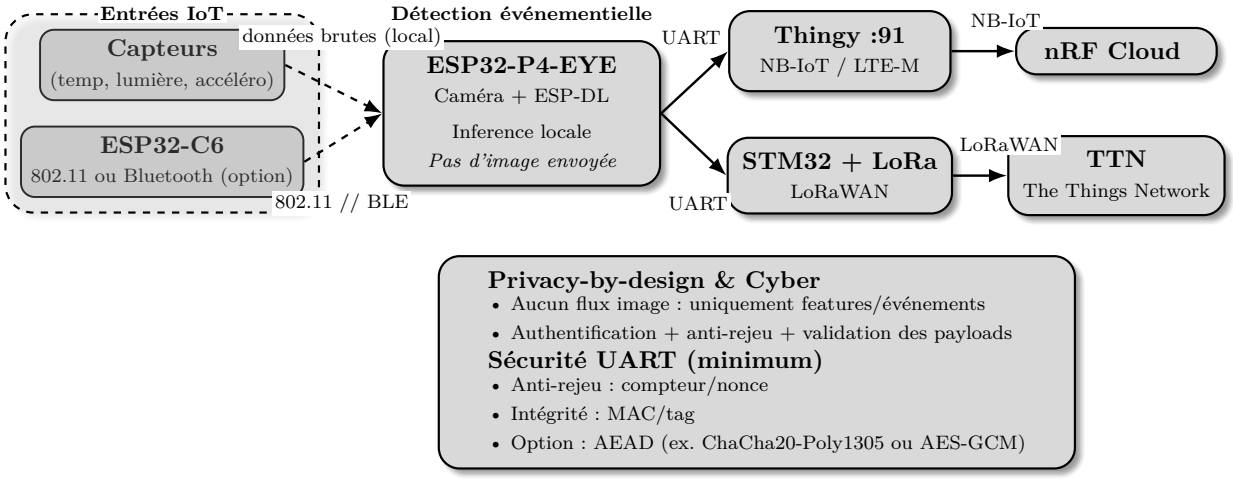

FIGURE 2 – Architecture du parcours vision : analyse d'image locale sur ESP32-P4-EYE, enrichie par des capteurs, avec envoi d'événements vers le cloud.
- **Parcours vision / traitement embarqué** (Figure 2) :